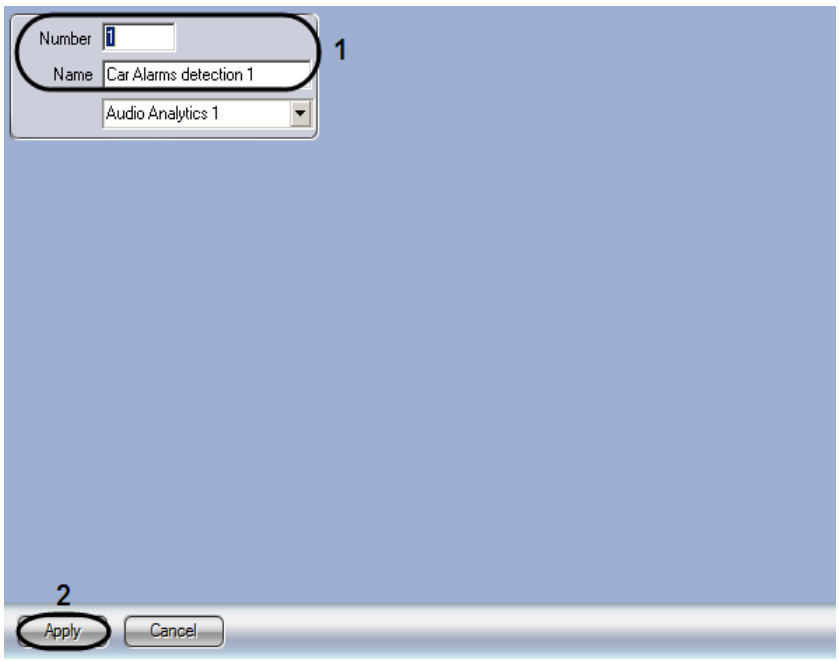

Figure 8.8-11 Specifying the object name and number
3. Set the number and name of a detector (Figure 8.8-11, 1).
4. To complete the object creation, click the “Apply” button (Figure 8.8-11, 2).